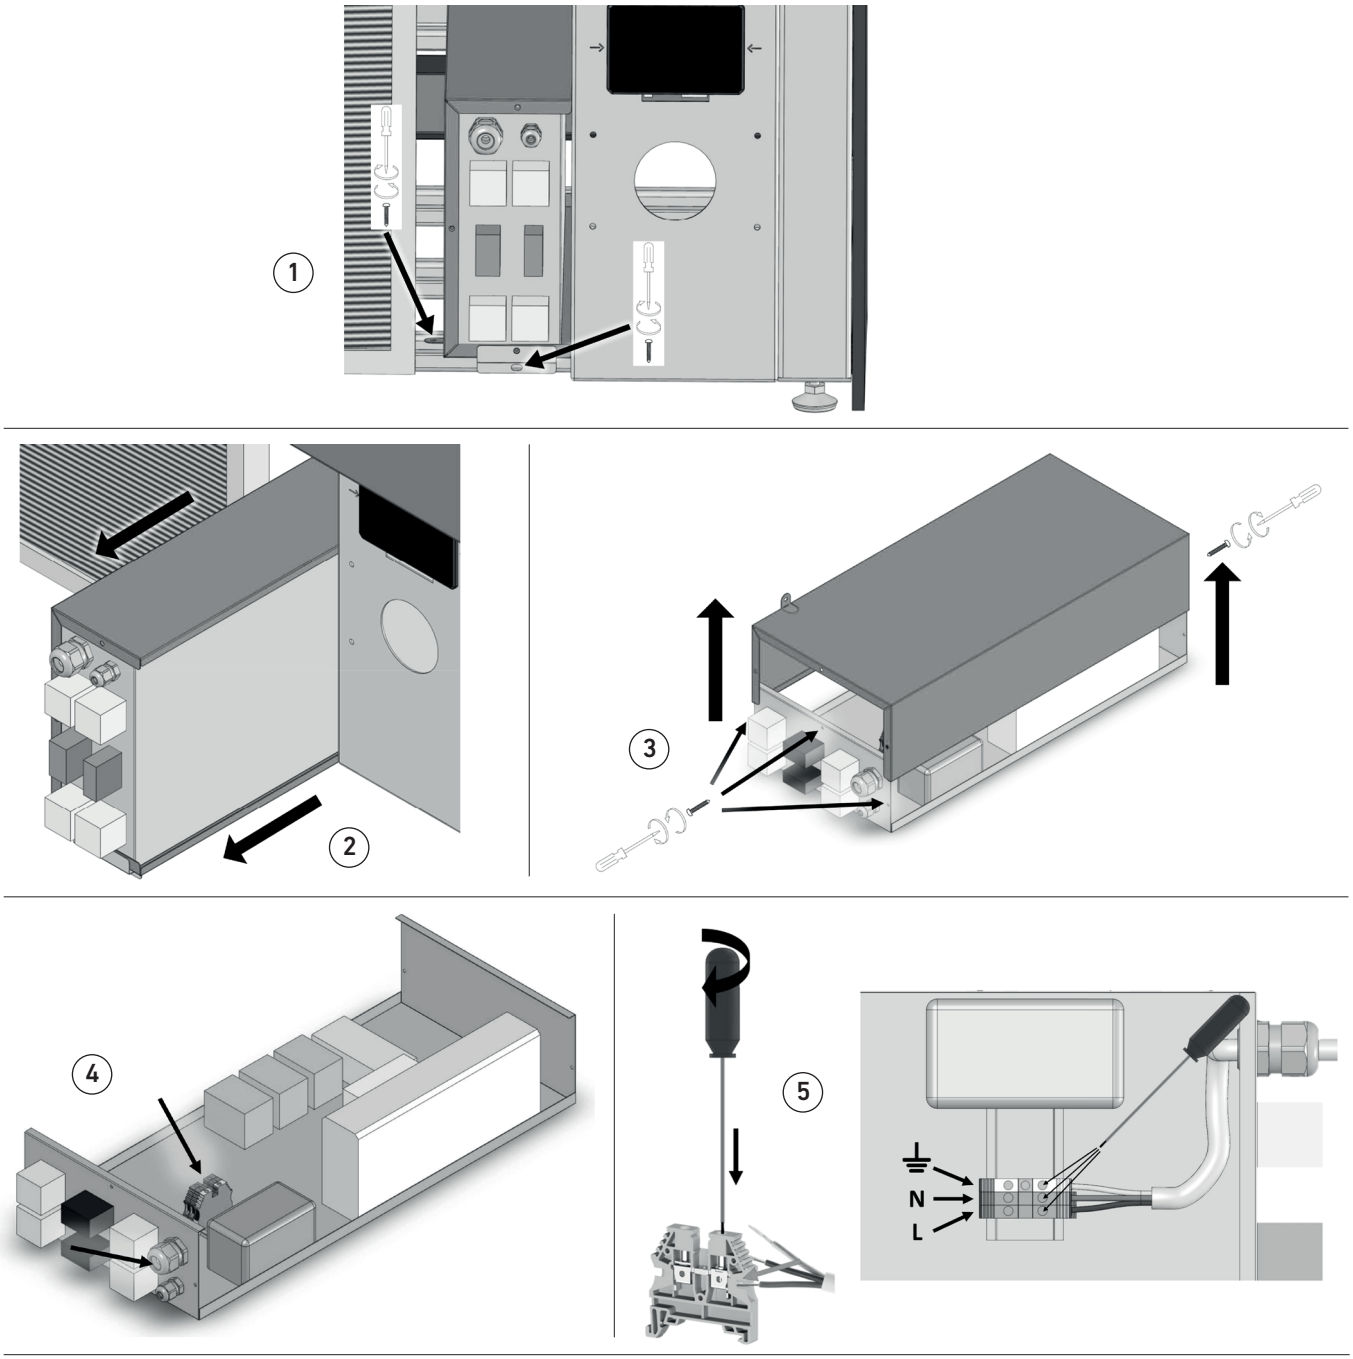

fig. 19
- Unscrew the fixing screws shown in fig. 19 part. 1 (in some models there is only the screw on the left of the image);
- Remove the electric board by sliding it through the special slide (fig. 19 part. 2);
- Remove the fixing screws of the base cover (Fig. 19 part. 3);
- Provide a suitable electrical cable for the equipment., insert it into the cable gland shown in fig. 19 part. 4 and direct it to the three terminals indicated in the same figure;
- Connect the electrical cables with the three terminals by performing a phase stripping (L), neutral (N) and ground (⏚) as indicated in the second point of the previous list and shown in fig. 19 part. 1;
- Connect the cables with the relevant terminal blocks using a shear screwdriver with a blade length of about 2.5 mm and follow the procedure in fig. 19 part. 5 paying the utmost attention to connect each cable with the correct terminal block. Check that the cables have been correctly connected to the terminal blocks by trying to pull them slightly (if the fixing is correct the bare parts of the cable must not be removed from the seat in the terminal blocks);